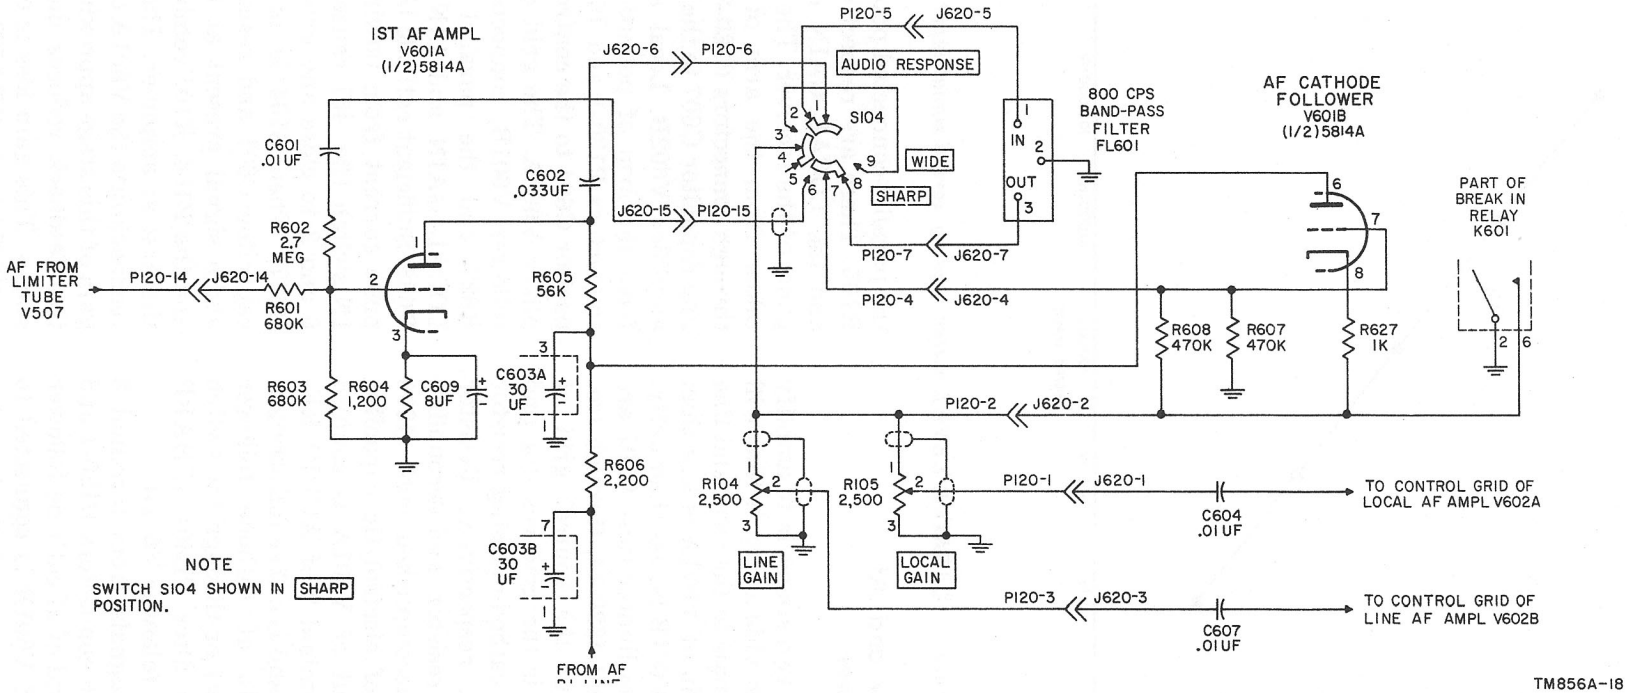

Figure 42. First af amplifier V601A and af cathode follower V601B, schematic diagram.
71. First Af Amplifier and Af Cathode Follower (fig. 42)